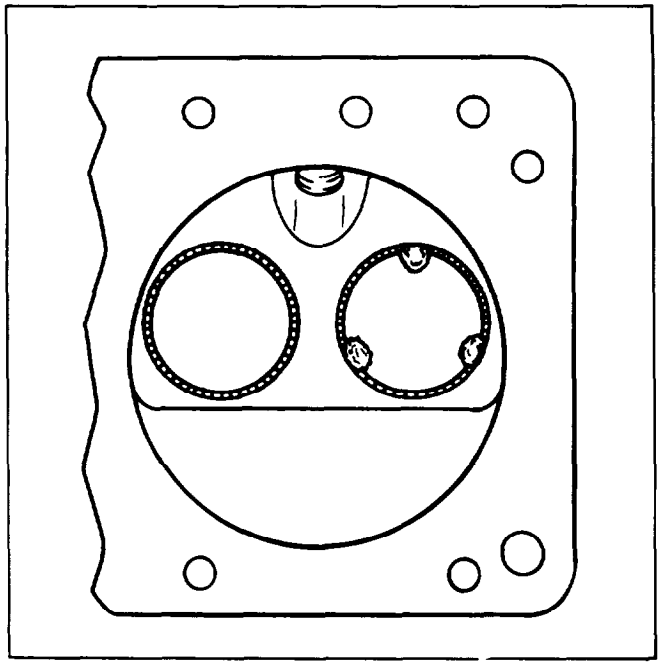

Figure 5-26. Scrap Valve Welded In Place
h. Place valve in position against valve seat to be removed, as shown in figure 5-26, and tack weld to seat at each notch. Use an old head gasket to protect head surface while welding, and exercise care not to weld on cast head metal.